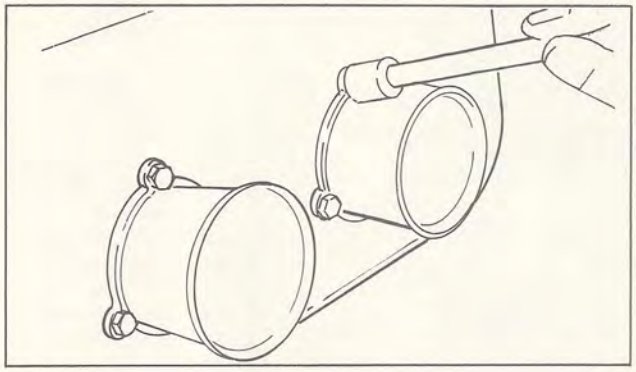

Fig. 2-27
(3) Straighten the lock washers, and remove the six bolts using the 10-mm. T-handle wrench. Remove the silencer plate from the carburetor. (Fig. 2-27)